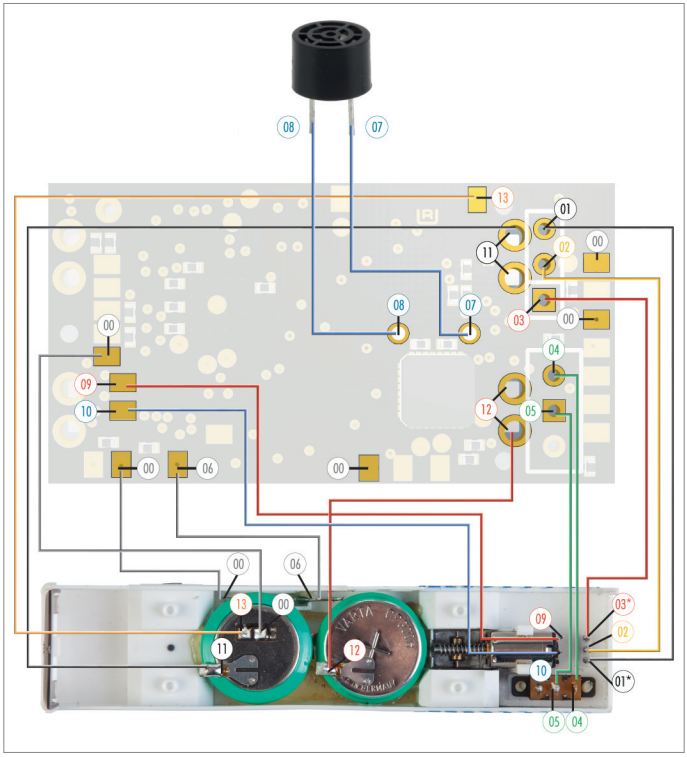

Abb. 40: Anschlussschema, Typ Bus-Modell
***HINWEIS:** Beachten Sie den zuvor von Ihnen definierten und markierten "+" (Plus)-Pol der Ladebuchse und verbinden Sie diesen mit dem Anschluss "03" der Umrüstplatine. Im Anschlussschema Abb. 40 sind "01" und "03" fahrzeugseitig lediglich Beispielbelegungen. S.a. Kap. "Fahrzeug umrüsten".